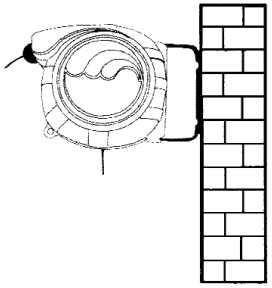
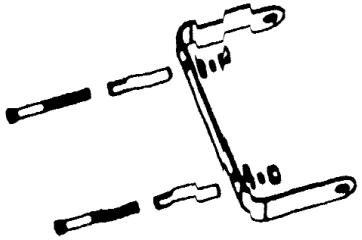

rys. 3
rys. 4
- Montaż wspornika. Możesz przymocować zestaw kabli do ściany, używając obrotowego wspornika (rys. 3) lub do innego miejsca (sufitu itd.). Aby móc obracać zestaw kabli o 180°, upewnij się, że pozostało 500 mm miejsca po obu stronach zestawu kabli. Przymocuj wspornik do ściany lub sufitu, za pomocą dostarczonych śrub, podkładek sprężystych oraz podkładek płaskich. Wspornik wyposażony jest w swa otwory do montażu oddalonych od siebie o 130 mm. (Patrz rysunek 4).